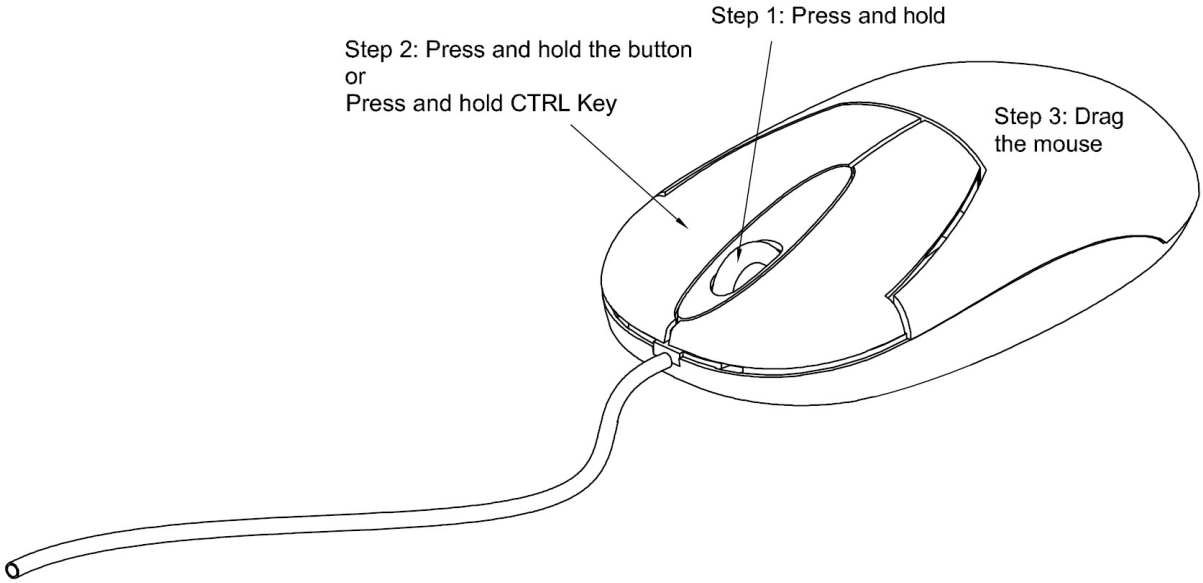

Figure 1-10 *Using the three-button mouse to perform the rotate operation*
5. Press and hold the middle mouse button. Then, press and hold the right mouse button or left mouse button to invoke the **Rotate** mode. Next, drag the mouse to dynamically rotate the view of the model in the geometry area and view it from different directions. You can rotate the model in the geometry area by pressing and holding the middle mouse button and then pressing and holding the CTRL key. Next, drag the cursor to rotate the view of the model. Figure 1-10 shows how to use the three-button mouse to perform the rotate operation.